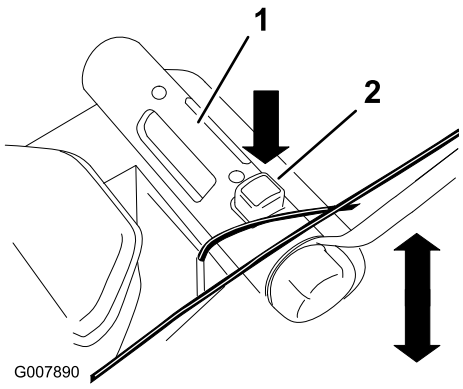

Figur 17
4. Tryk nedad på knappen til klippehøjdejustering, og hold håndtaget til justering af klippehøjden, så klippehøjden kan justeres opad eller nedad (Figur 17).